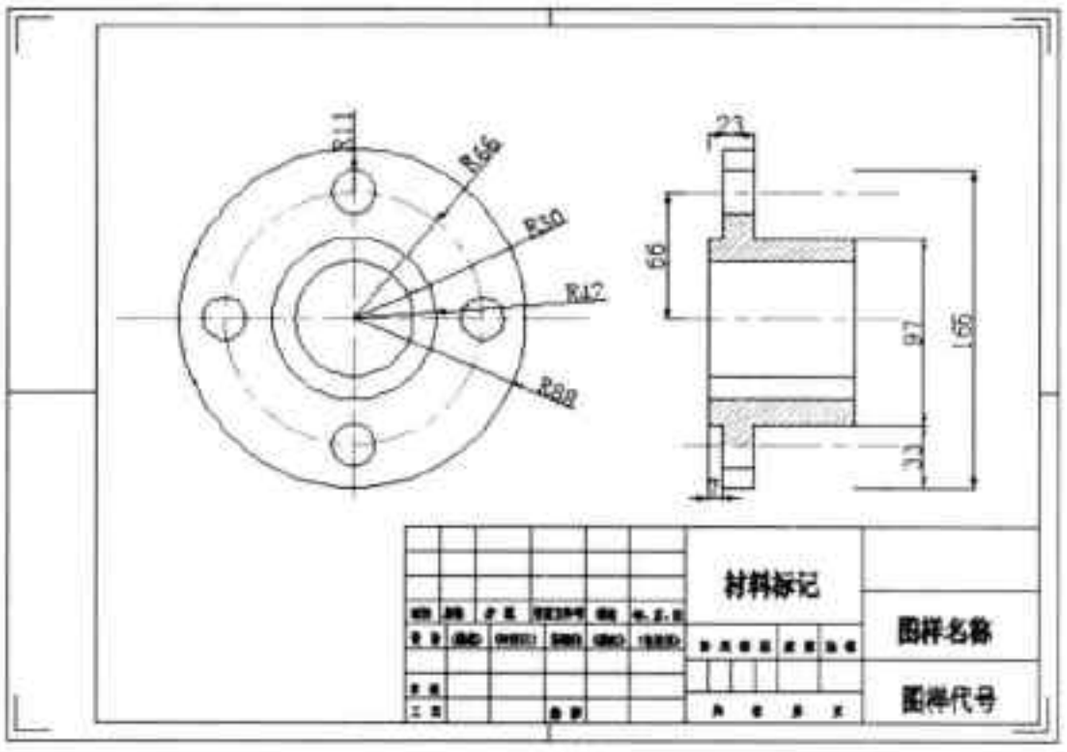

图21-15 法兰盘零件图
Step 09 将图框放置在合适的位置，至此，法兰盘零件图绘制完成，如图 21-15 所示。